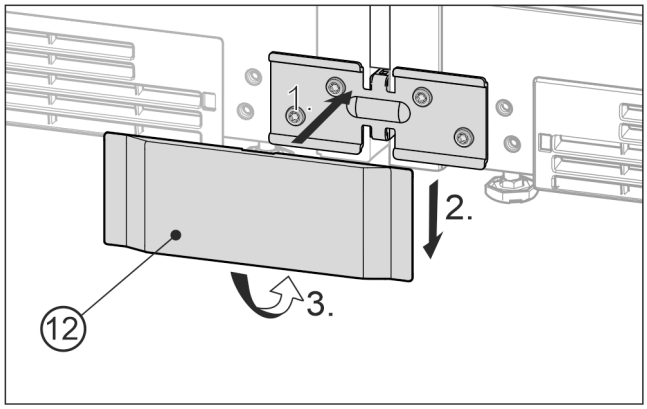

Fig. 20 Reprezentare exemplificativă
▶ Aplicați din față capacul *Fig. 20 (12)* inferior peste vinclu *Fig. 20 (1)*, împingeți-o în jos *Fig. 20 (2)* și fixați-o în poziție în partea inferioară *Fig. 20 (3)*.